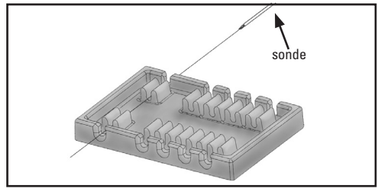
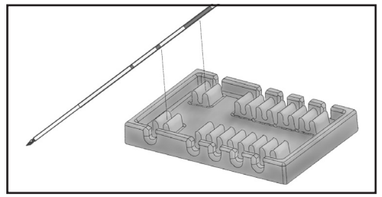

Figur 1
Figur 2
3. Fest avstandsstykket til den første sonden ved å enten skyve sonden gjennom (som vist i Figur 1) eller klikke den på sondeskaftet (som vist i Figur 2).
4. Fest den andre sonden til avstandsstykket ved å enten skyve sonden gjennom (som vist i Figur 1) eller klikke den inn i sondeskaftet (som vist i Figur 2).